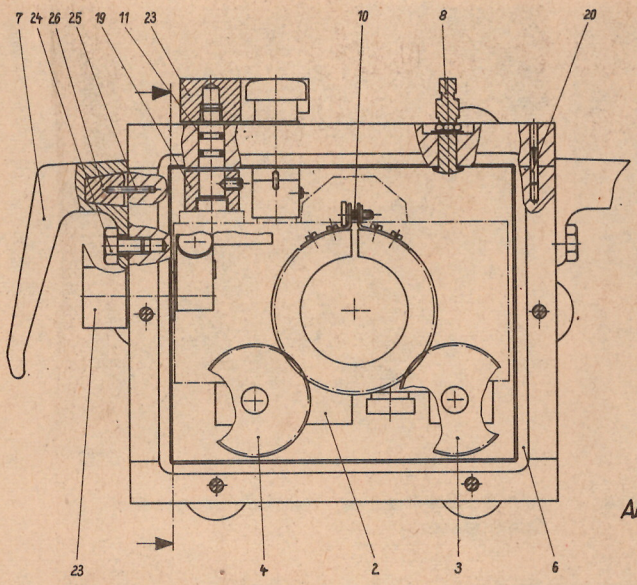

Abb. 1
Das Prinzip des Aufbaues ist in Abb. 1 zu erkennen. Die Gehäuserückwand (1) nimmt mit dem Kameraträger (2) die Kamera auf. An ihm sind auch der Antrieb für Blenden- und Entfernungsbedienung (4) gelagert. Er wird an den Gehäusering (5) geschraubt. Dieser ist an beiden Seiten offen und wird durch zwei Dichtflächen (6) verschlossen. Im Gehäuse sind die Schnellaufzugs-, Belichtungszeit- und Auslöserbedienung gelagert. Am Gehäusering sind außerdem ein Fahrradventil (8) und zwei Haltegriffe (7) anzubringen. Über das Fahrradventil erzeugt man im Gehäuse einen erhöhten Luftdruck, so daß ein Druckausgleich unter Wasser erzielt wird und entweichende Luftblasen sofort eventuelle Undichtheiten anzeigen. An die zweite offene Seite wird eine Spiegelglasscheibe (9) geschraubt.